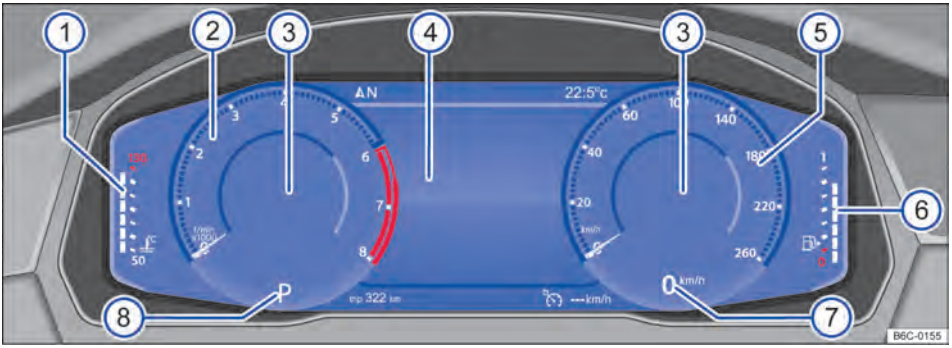

Fig. 11 Active Info Display no painel de instrumentos.
Explicações sobre os instrumentos → Fig. 11:
Dependendo do perfil de informação selecionado, o Active Info Display mostra informações adicionais no centro de instrumentos redondos → Fig. 11 ③. Os seguintes perfis de informação podem ser selecionados: